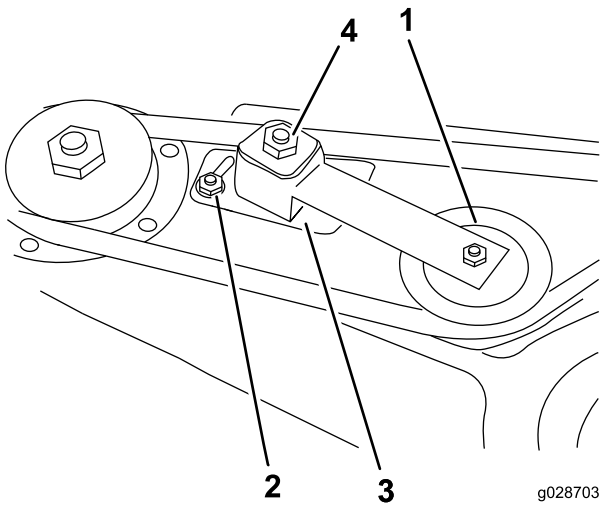

Figure 3
3. Loosen 2 nuts securing the idler plate so that the tension of the idler pulley against the belt is released (Figure 3).